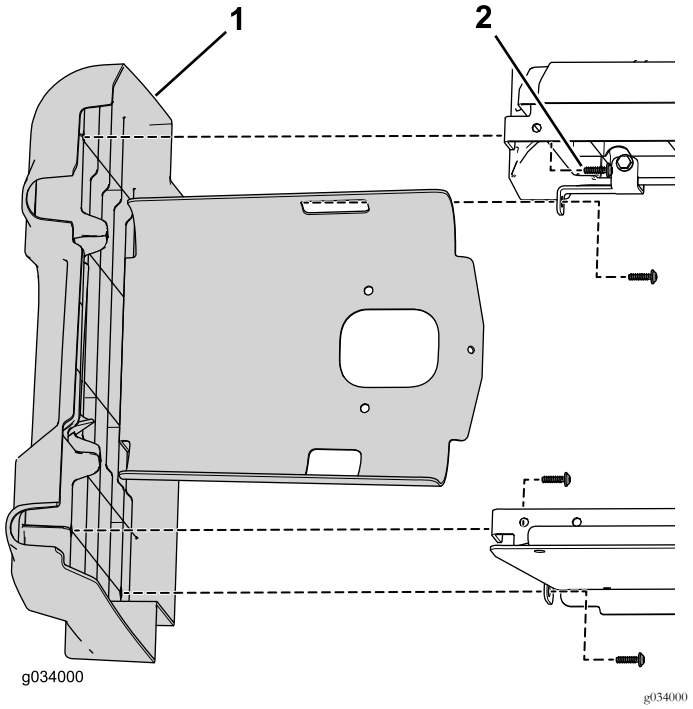

Figur 3
6. Fjern de fire skruer, der fastgør venstre panel til den nederste sædeenhed (Figur 3).